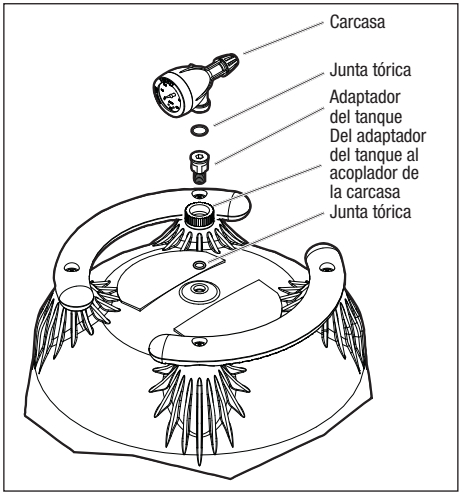

Figura 5. Manómetro/conjunto de alivio de presión
a. Coloque la junta tórica más pequeña y gruesa en las roscas del adaptador del tanque (consulte la Figura 5). Deslice el adaptador del tanque a través de la tuerca de acoplamiento hacia el interior del tanque del filtro. Use las arandelas planas del adaptador del tanque para apretar. No apriete en exceso.
9. Brinde apoyo a los tubos de entrada/salida de manera independiente para evitar tensiones indebidas en la válvula desviadora de dos (2) o tres (3) puertos del filtro.